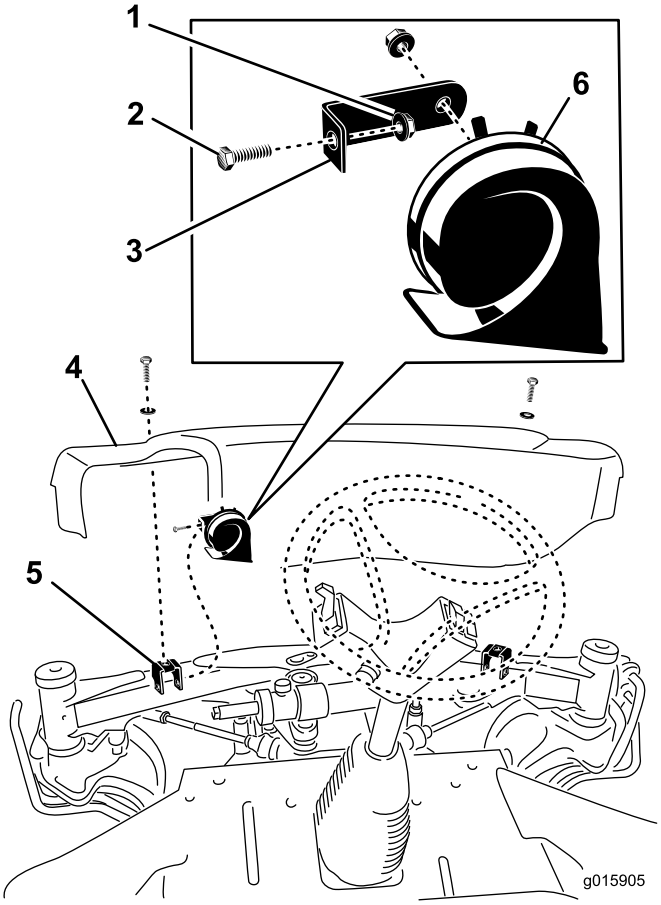

Figur 7
1. Ta bort de två skruvarna och brickorna som håller fast framkåpan mot framaxelns fästen (Figur 7). Ta bort framkåpan.
2. Montera signalhornsfästet på den vänstra kåpans monteringsfäste med hjälp av skruven (5/16 x 3/4 tum) och flänsmuttern (5/16 tum) (Figur 7).